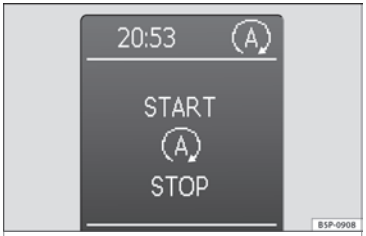

Fig. 133 Display on the instrument panel during Start-Stop function operation.
– The instrument panel display shows information about the status of the Start-Stop function ››› Fig. 133.